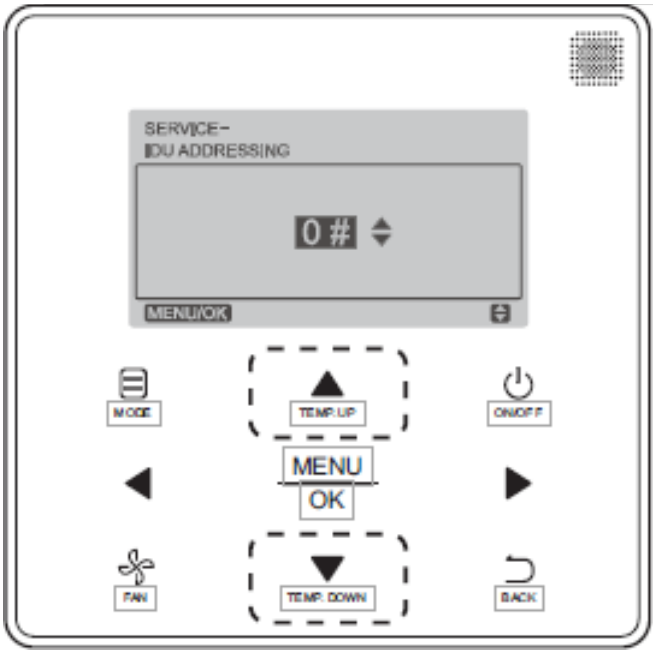

Fig. 27 —Programmable Controller Setting IDU Address
3. Press **TEMP.UP** or **TEMP.DOWN** to choose the address you want to set as shown in Fig. 27. Press **MENU/OK** to send this address to the IDU.